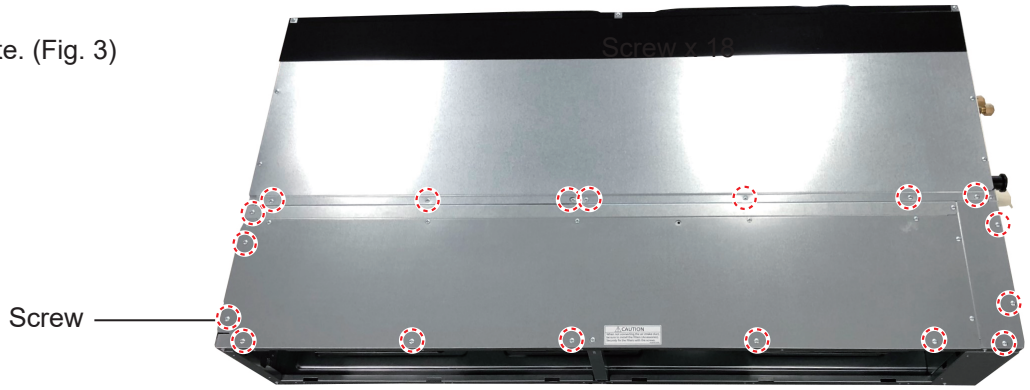

Fig. 4
5. Disconnect the wires. (Fig. 4)